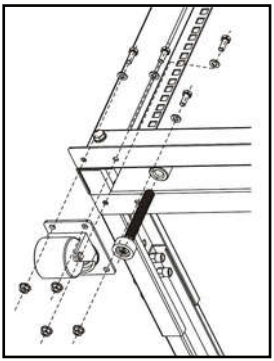

Figure 8
2. Tighten each one of the **Leveling Feet** by hand, or with a **14 mm Wrench**. *(Figure 8)*
3. Thread four **M6 Flange Nuts** onto the **M6 Screws**. *(Figure 8)*